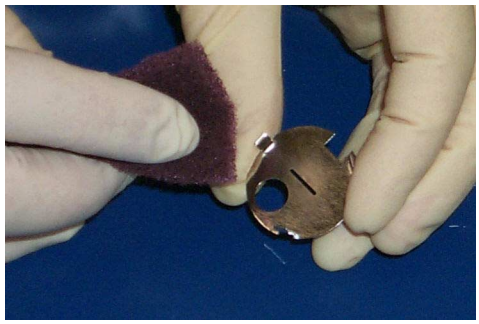

Figure 5-40 Discolored Ground Slit Plate
2. Using the Scotch-Brite pad, polish away any discolored areas of the ground slit plate (Figure 5-40).